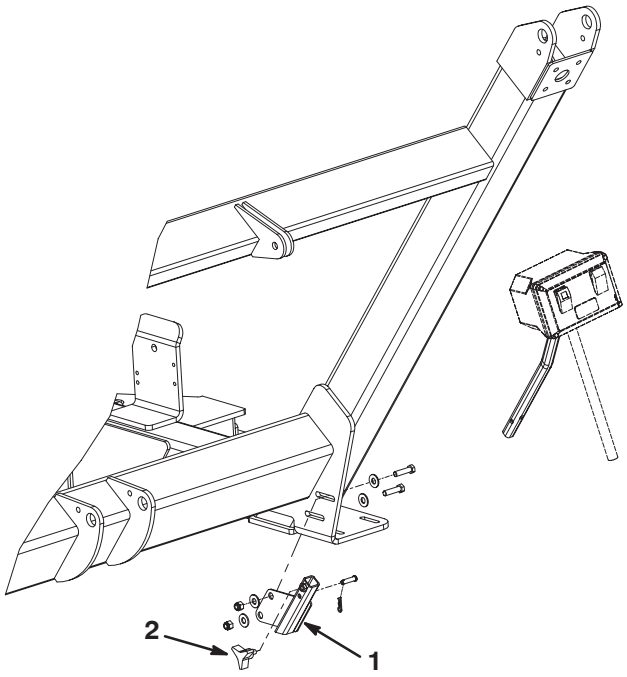

Figura 10
1. Montate il gruppo ricevente sulla staffa del telaio della spazzatrice usando due viti a testa cilindrica da 3/8–16 x 1/2 poll., quattro rondelle e due dadi. Collocate i componenti come illustrato nella figura 10.